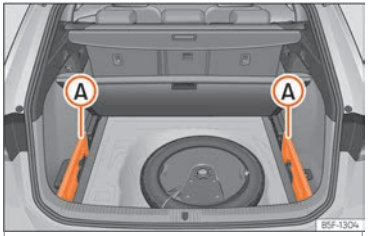

Abb. 127 Im Gepäckraum: Aufnahme zum Verstauen der aufrollbaren Abdeckung.
- Entfernen Sie die Abdeckungen links und rechts ››› **Abb. 127** (A).